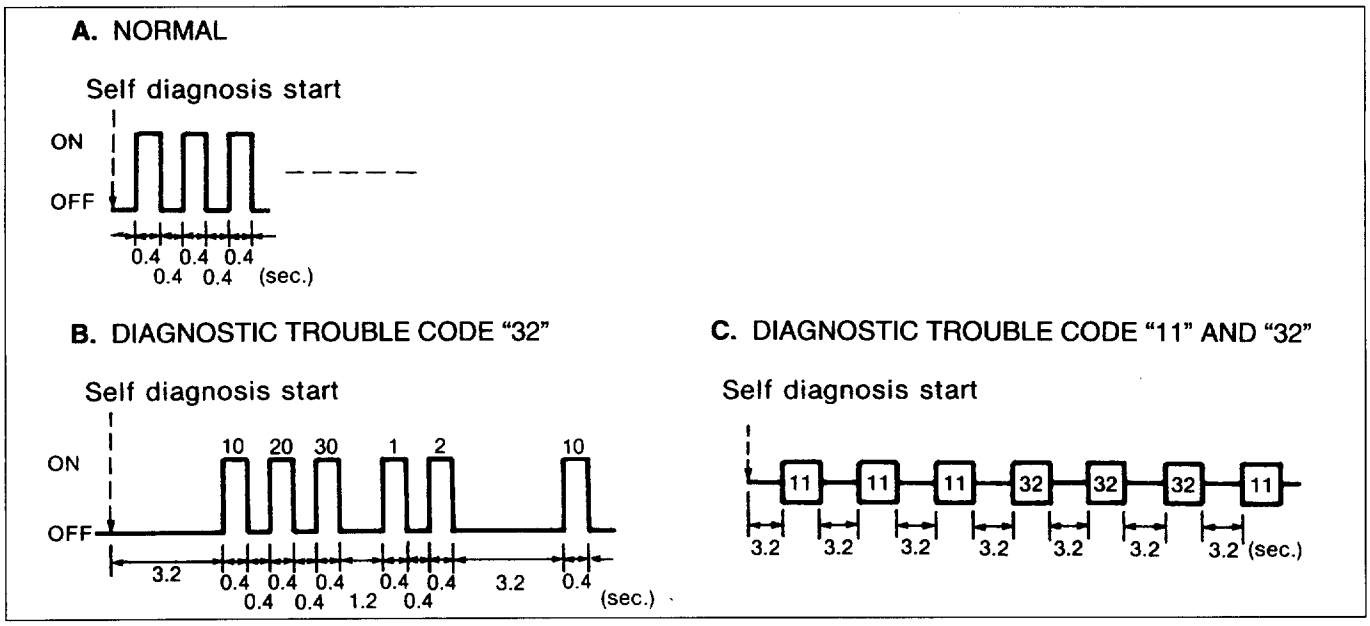

Figure 4. Self Diagnosis Display
- When no problem exists, the display flashes "1" repeatedly (figure 4-A).
- When a malfunction exists, the appropriate DTC is displayed three times repeatedly (figure 4-B).
- When two or more DTCs are registered, they are all displayed three times repeatedly, one at a time, starting with the lowest code number (figure 4-C).